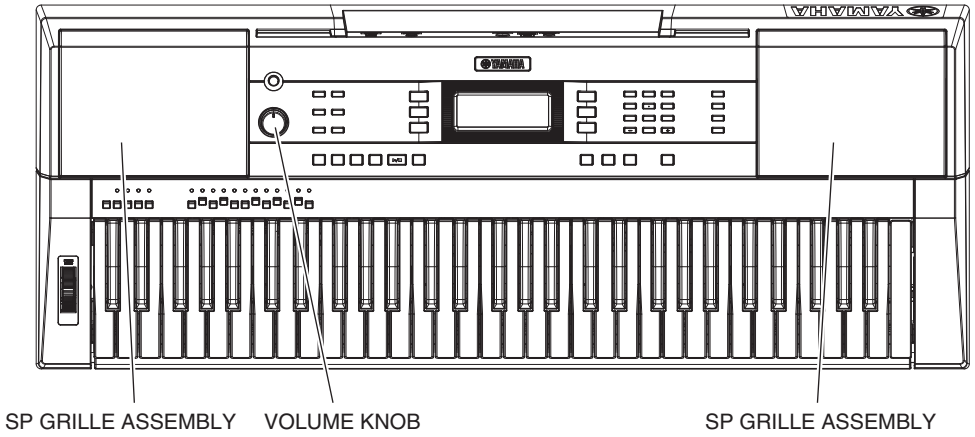
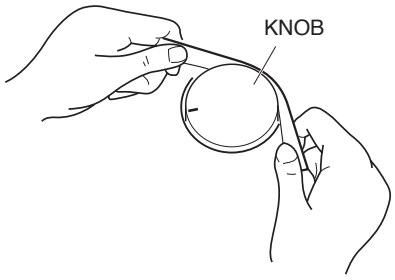
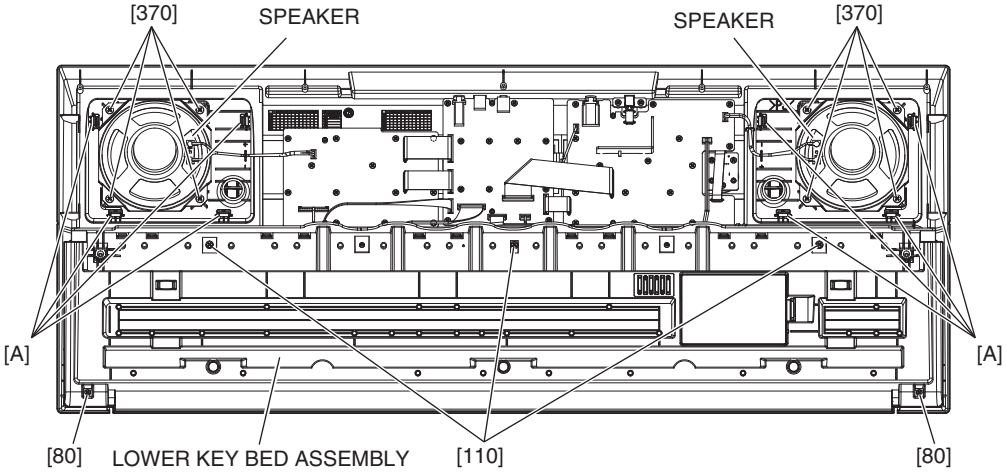

Fig.1
Fig.4
Fig.5
1. Remove the screw marked [80A], four (4) screws marked [80B] and four (4) screws marked [100]. The lower case assembly can then be removed. (Fig.1)
* ***When installing the lower case assembly, first tighten the screw marked [80A] and then the remaining screws. (Fig.1)***
1. Remove the knob from the control panel surface. (Fig.1、Fig.4)
2. Remove the four (4) screws marked [370]. The speaker can then be removed. (Fig.5)
2. Release the four (4) claws marked [A] of the SP grille and remove the SP grille. (Fig.1, Fig.5)
2. Remove the two (2) screws marked [80] and three (3) screws marked [110]. The lower key bed assembly can then be removed. (Fig.5)
5. Turn the lower key bed assembly upside down and remove the battery cover assembly. (Fig.1)